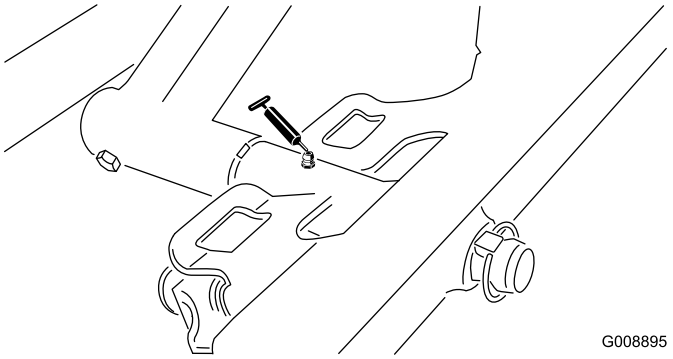

Figur 48
- Fremre klippeenhetsaksel (Figur 48)